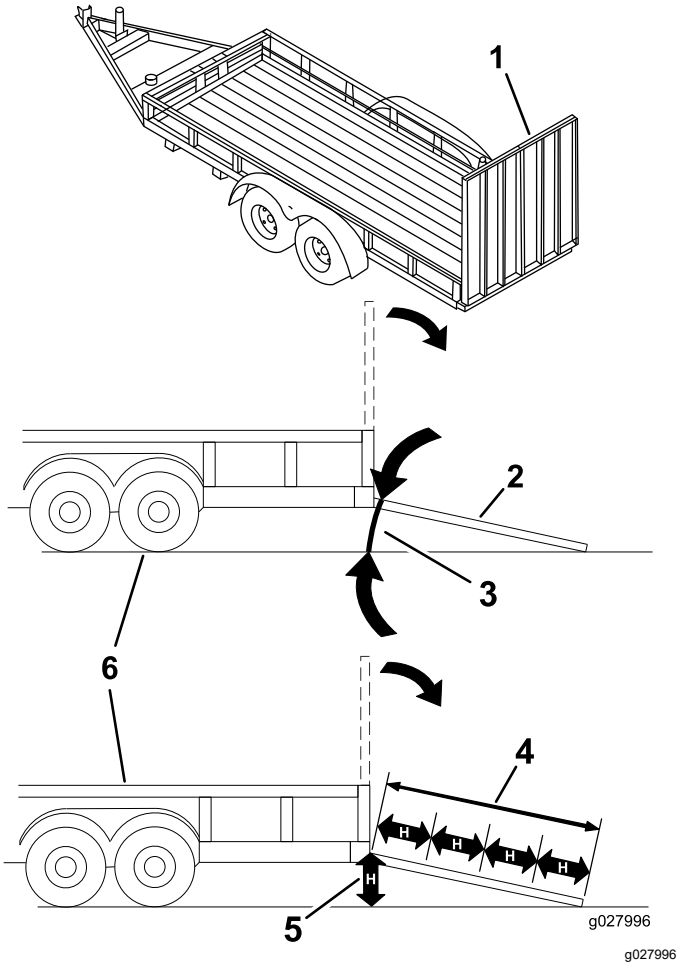

Figura 38
Încărcarea unei maini pe o remorcă sau un camion crete riscul de răsturnare i poate cauza răniri grave sau moartea (Figura 38).
3. Coborâi rampa, asigurându-vă că unghiul dintre rampă i sol nu depăete 15 grade (Figura 38).
1. Coborâi rampa, asigurându-vă că unghiul dintre rampă i sol nu depăete 15 grade (Figura 38).